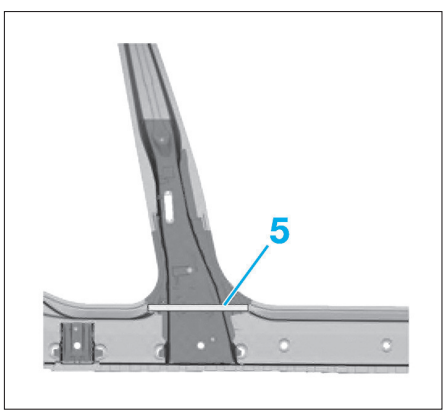

FIG. 18
• Appliquer de la colle sur la zone (5) **(Fig.18)**.